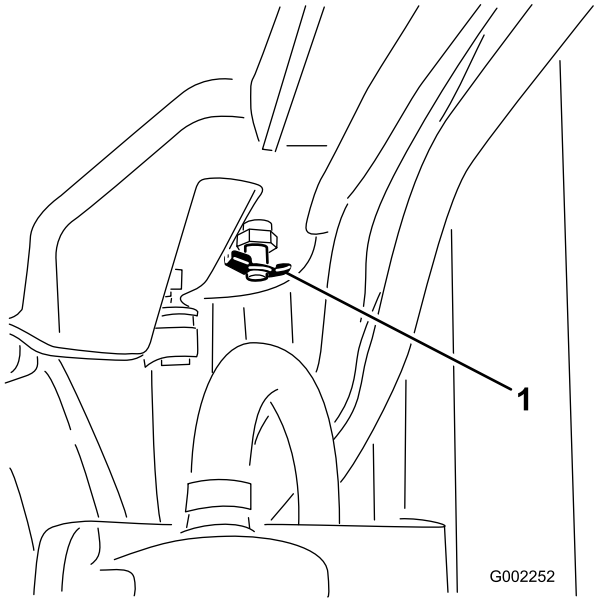

Figure 53
4. Open the drain (Figure 53) and drain the coolant into the pan.